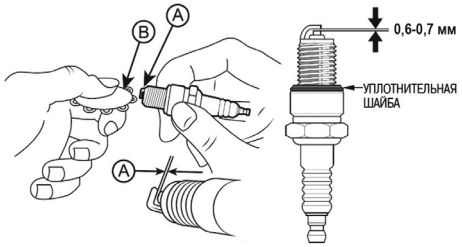

Рис. 14. Проверка зазора между электродами
4. Измерьте зазор А между электродами свечи зажигания специальным щупом В. Зазор должен быть 0,6-0,7 мм (Рис. 14). При увеличении или уменьшении требуемого зазора рекомендуется заменить свечу, так как регулировка зазора может привести к изменению качества искрообразования.